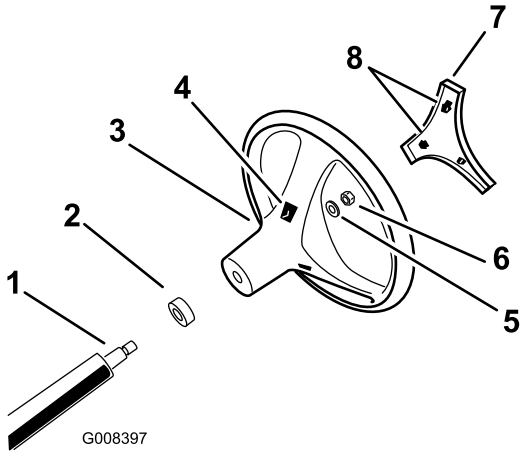

Figur 3
4. Fastgør rattet til akslen med låsemøtrikken (Figur 3). Spænd låsemøtrikken til 24 til 29 Nm
5. Ret tapperne i dækslet ind efter hullerne i rattet, og tryk dækslet fast på rattets nav (Figur 3).